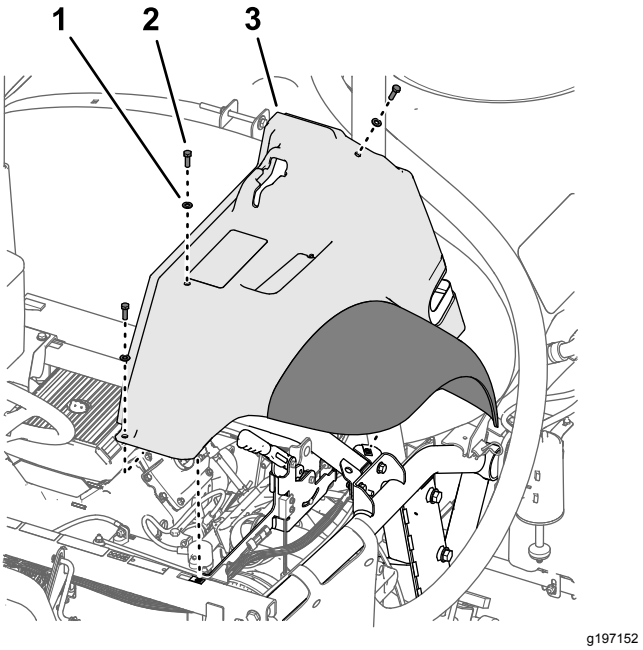

Figuur 217
4. Monteer het spatbord losjes op het frame (Figuur 217); gebruik hierbij de 3 bouten (5/16 x